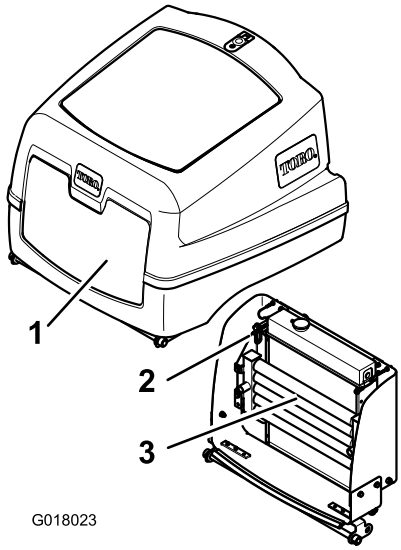

Figuur 57
4. Maak de vergrendeling los en open de motorkap (Figuur 57).